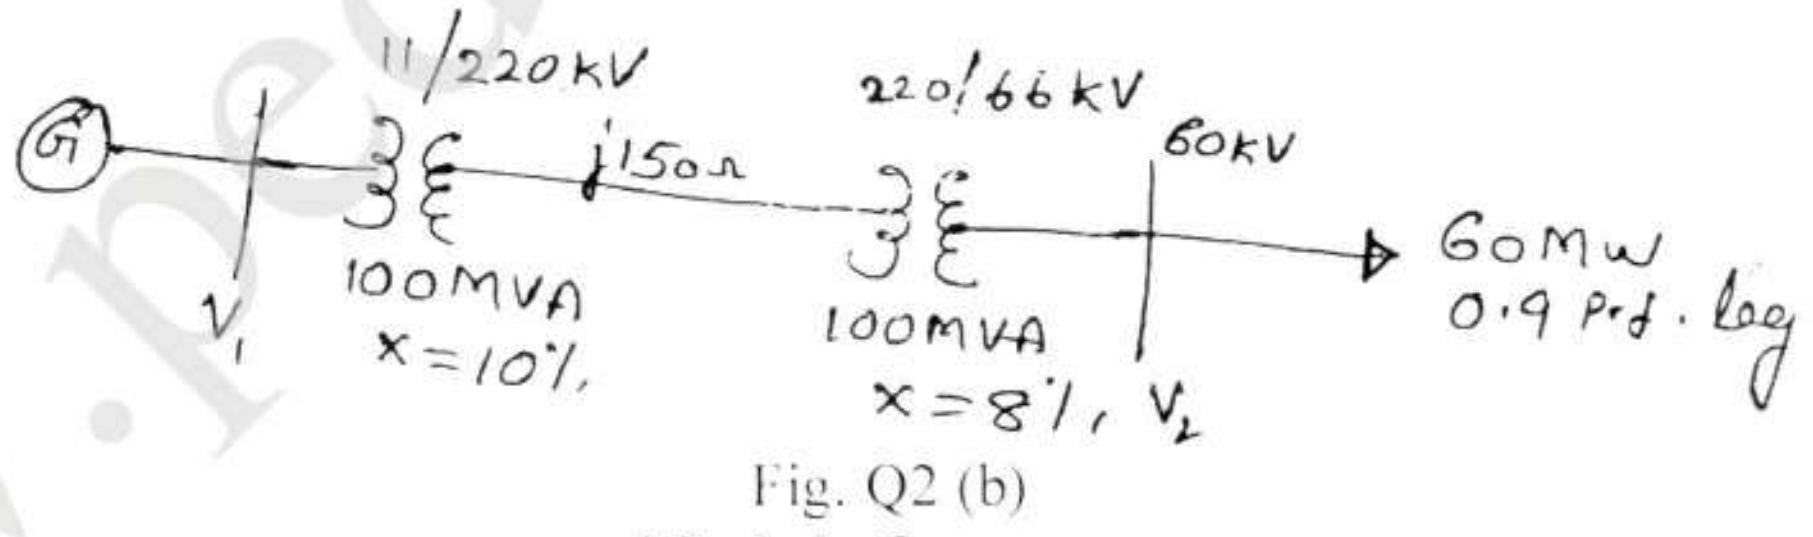

Fig. Q2 (b)
b. The schematic diagram of a radial transmission system is shown in Fig. Q2 (b). The ratings and reactance of the various components are show there in. A load of 60 MW at 0.9 p.f lagging is tapped from 66 kV sub station which is to be maintained at 60 kV. Calculate the terminal voltages of the machine. Represent the transmission line and transformer by series reactance only. **(10 Marks)**